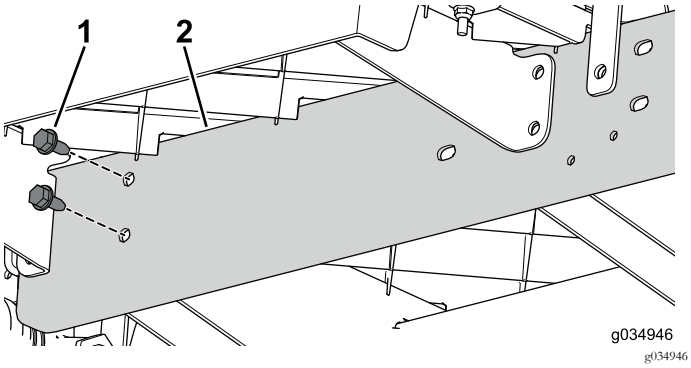

Figure 26
6. Servez-vous des 2 boulons (5/16" x ¾") pour monter, sans le serrer, le longeron d'extension sur le profilé central de la section avant de la machine (Figure 26).